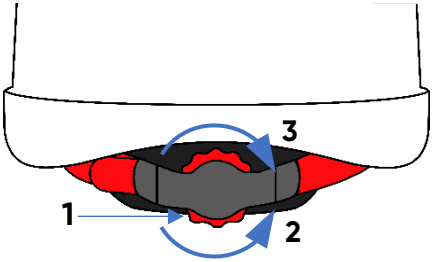

Fig. 1
Hełm posiada regulację skokową obwodu głowy co 1 mm w zakresie od 53 cm do 63 cm. Po nałożeniu hełmu na głowę należy dopasować go do obwodu głowy obracając pokrętło regulatora (1) umieszczonego z tyłu hełmu (Fig. 1). Obrót w lewo (2) pozwala luzować a obrót w prawo (3) zaciskać opaskę regulatora.